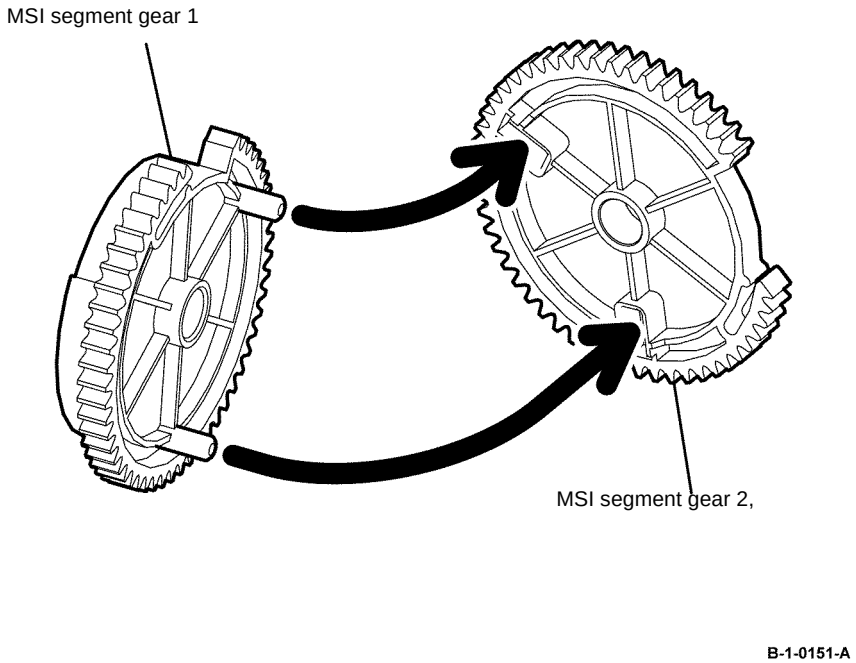

Figure 10 MSI segment gear 1 and 2 installation
5. When installing the MSI segment gear 1 and MSI segment gear 2, fit the bosses on the MSI segment gear 1 into the holes on the MSI segment gear 2, Figure 10.